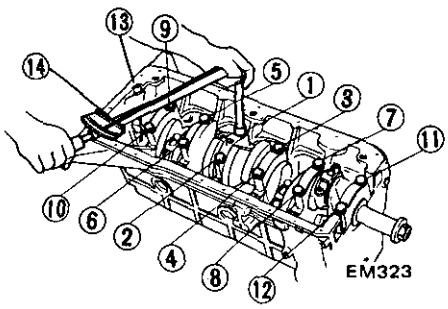

Fig. EM-91 Torque sequence of cap bolts
d. **Tighten bearing cap bolts gradually in two to three stages outwardly from center bearing in the sequence as shown in Figure EM-91.**